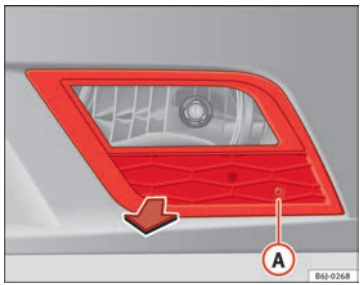

Fig. 146 Farol de nevoeiro
– Retire o parafuso ⇒ Fig. 146 (A) da grelha do farol de nevoeiro, utilizando uma chave de fendas.